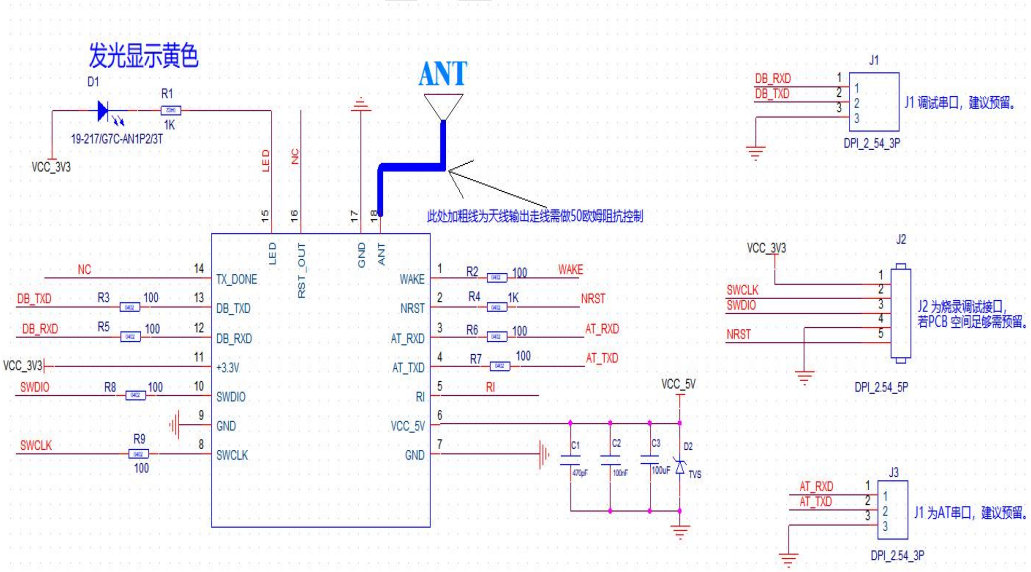

图 6 参考原理图
3.1. 典型应用连线图 6
3.2. 典型应用电路参考原理图 6